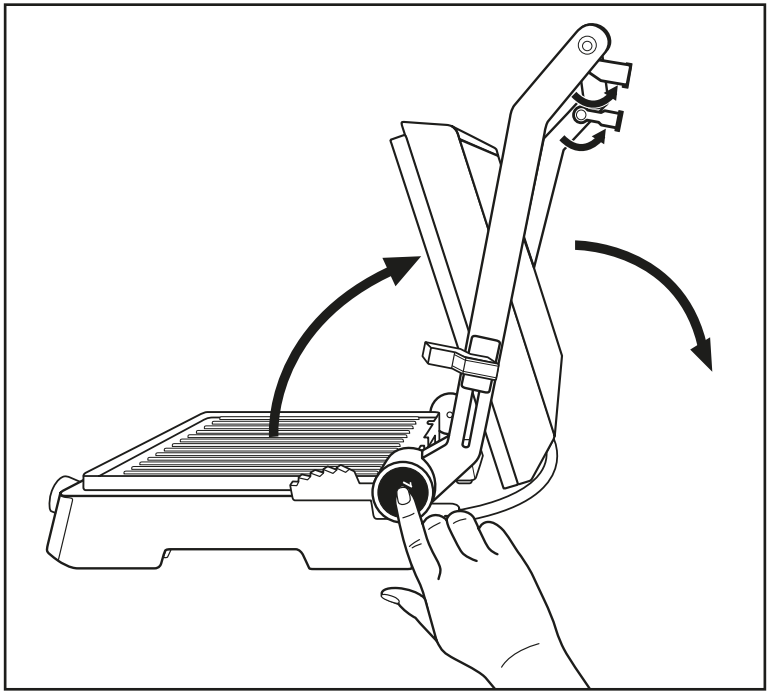

Abb.1
1) Klappen Sie die beiden Stützfüße ❶ aus (Abb.1).
2) Drücken Sie die Entriegelungstaste 180° ❸ (Abb.1) und öffnen Sie den Gerätedeckel so weit, dass beide Heizplatten ❿ als Tischgrill benutzt werden können.